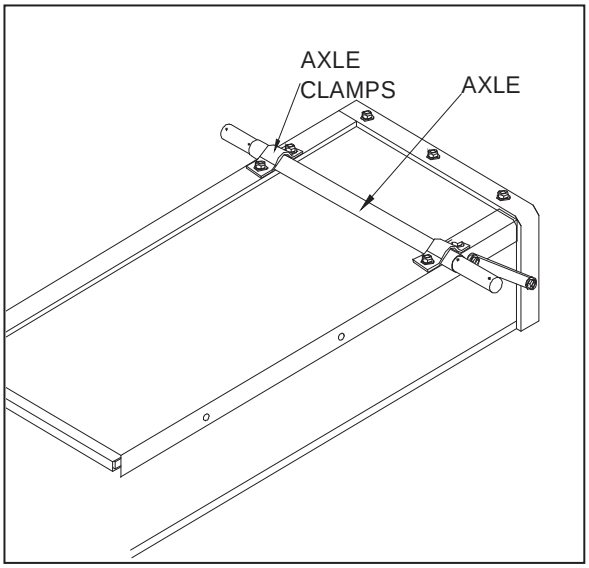

FIGURE 12
19. Lay the cart upside down. Slide the axle through the axle clamps. See figure 12.
20. Assemble a cotter pin to the inside hole at one end of the axle. Place a large flat washer, a wheel and then another large flat washer onto the axle. Secure the wheel with a cotter pin assembled to the outside hole at the end of the axle. Repeat step for other wheel. See figure 12.